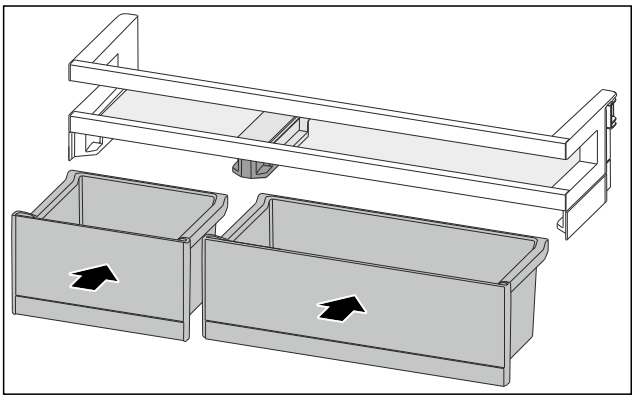

Fig. 188
▶ Insert the VarioBoxes in reverse order. (see Fig. 188)